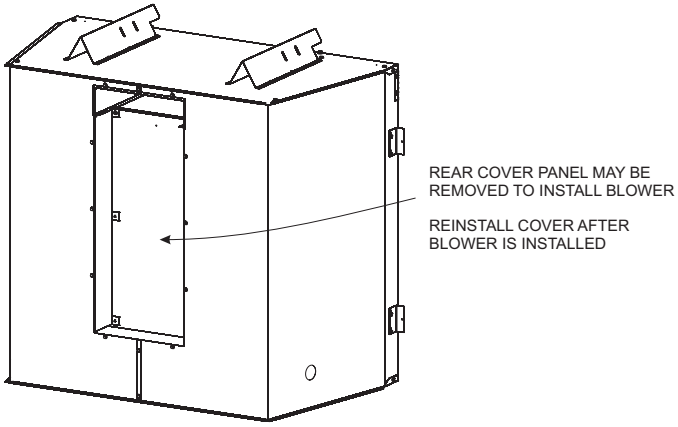

**Figure 28**
**Note:** For field installation of blower assembly, it may be easier to remove rear cover panel to install blower. This eliminates the need to remove brick liner panels, but the blower would have to be installed prior to installing the firebox into a wall or chase. **See Figure 28.**